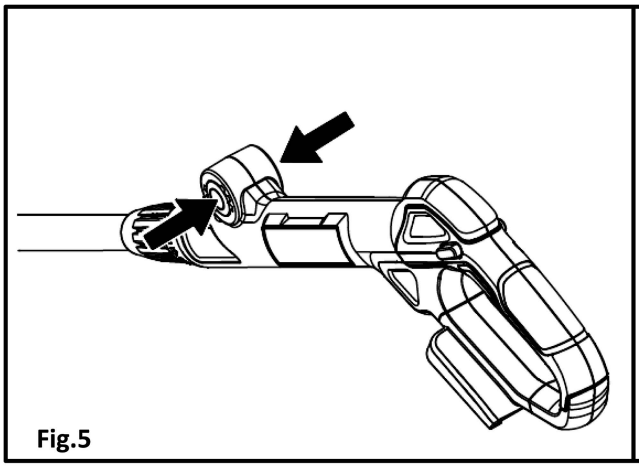

Fig.5
1.Press the two buttons with your fingers and hold(See Fig.5)